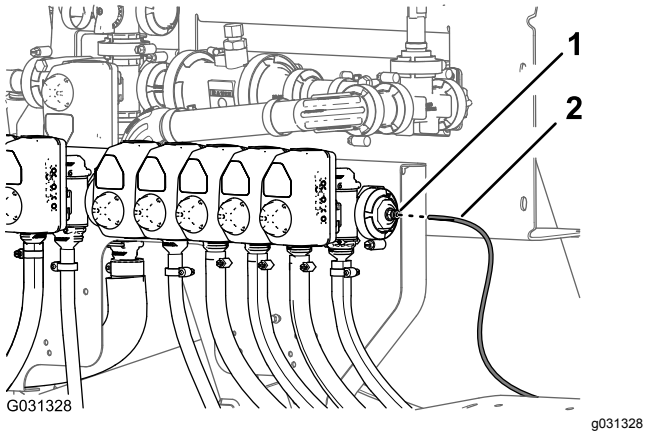

Figur 139
1. Rikta in änden på tryckgivarröret (plast) för instrumentbrädans tryckmätare mot låskragen för rörkopplingen (Figur 139).
2. För in givarröret i låskragen tills röret sitter ordentligt (Figur 139).